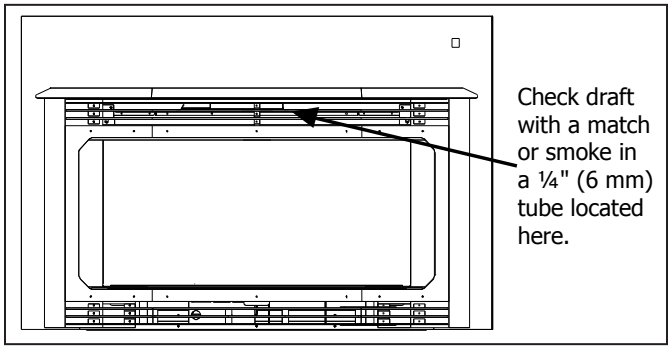

**Figure 17: Draft Check.**
**BV Only:** The draft hood must be in the same pressure zone as the air inlet. To inspect draft from the front of the unit, locate the ¼" tube between the louvers (see Figure 17) and check for a draft using smoke. A vacuum or suction into the tube will indicate proper drafting.